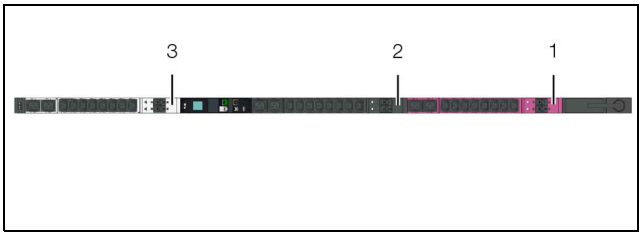

Fig. 78: Colour coding of individual phases and slots
The assignment of the slots to the individual phases is marked with different colours on the front of the PDU (fig. 78).
– Phase 1 (L1): pink (fig. 78, item 1)
– Phase 2 (L2): black (fig. 78, item 2)
– Phase 3 (L3): white (fig. 78, item 3)